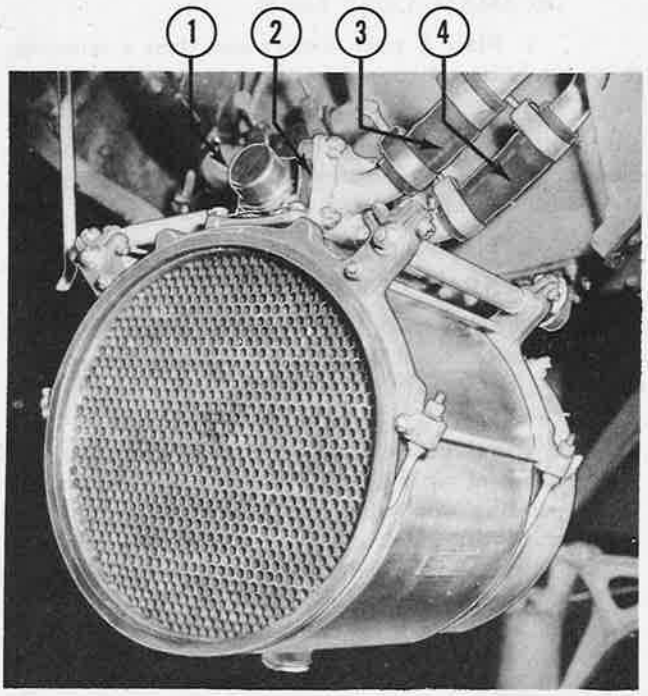

Figure 281—Oil Temperature Regulator Witn Type D-8 Surge Valve
The third type used (figure 281) is identical to the second except for a spring-type thermostatic element, which replaces the pressure relief valve. This element routes the oil through the warming jacket
2. Drain the oil cooler through the drain cock or plug on the bottom. (See figure 281.)